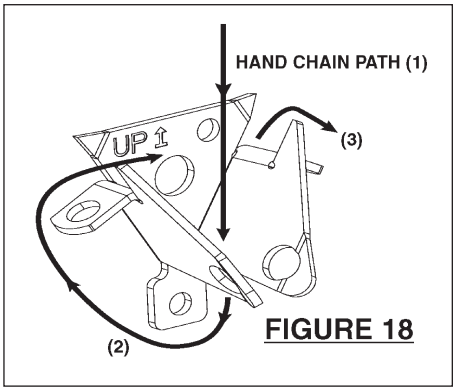

FIGURE 18
- Attach to wall or door guide assembly. Instruct door users to wrap hand chain as shown in Figure 18.